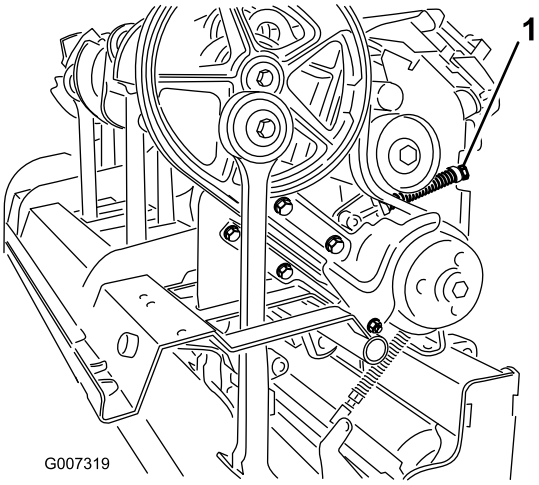

Figuur 33
4. Draai, om de spanning van de spanpoelieveer te halen, de borgmoer los waarmee de veerhouder is bevestigd (Figuur 33) en draai de veerhouder.